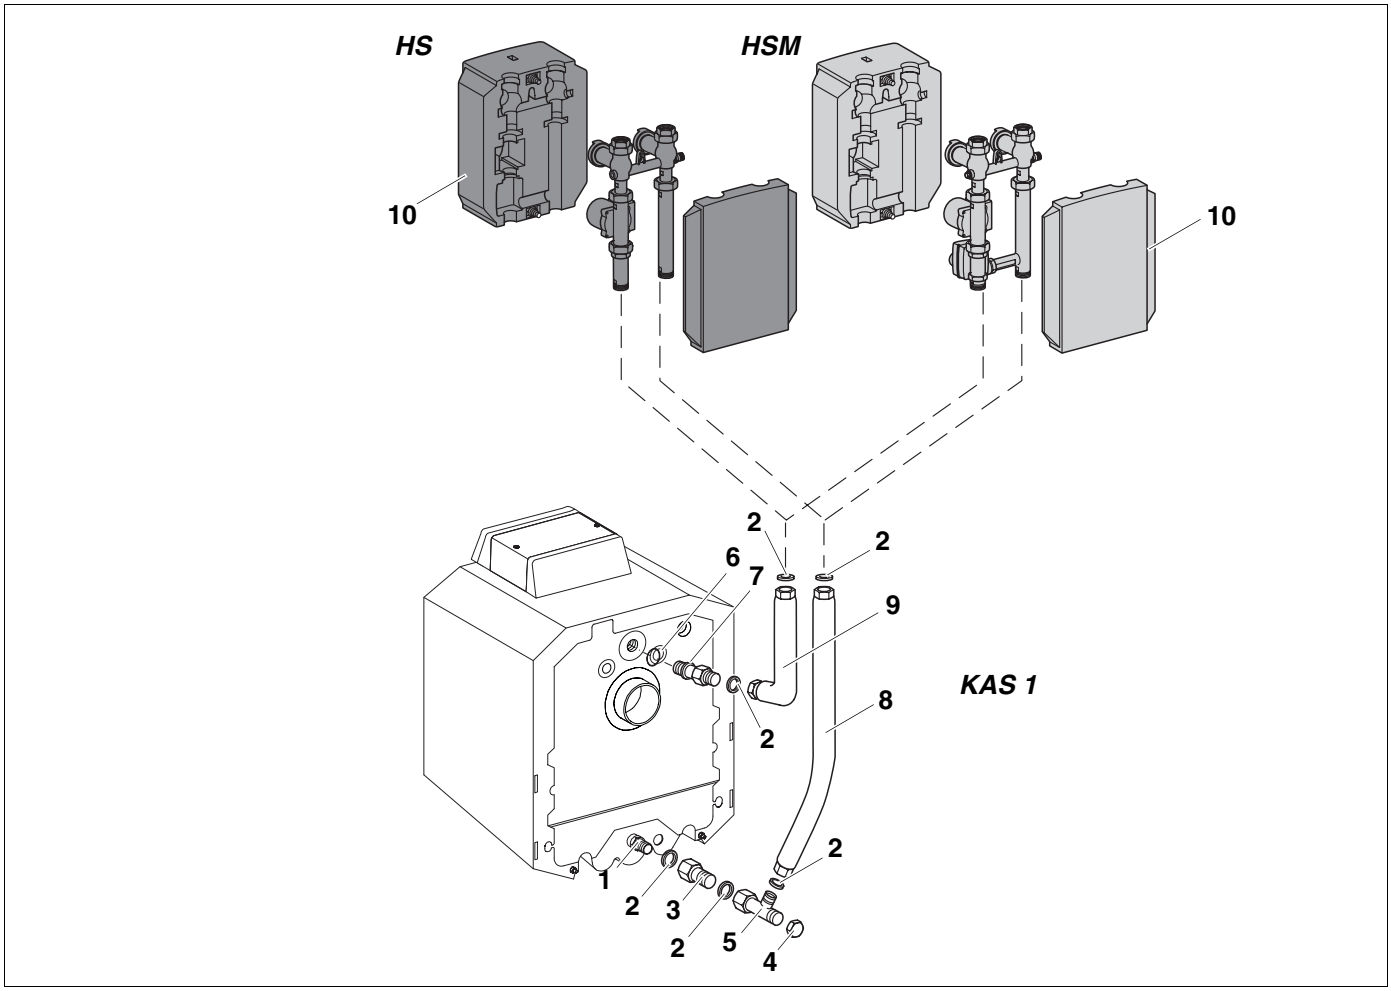

Abb. 5 Anbau hinten KAS 1
- Heizkreis-Set ohne (HS) oder mit Mischer (HSM) entsprechend Abb. 5 auf die Rohrstücke aufsetzen, die beiden Verschraubungen anziehen und auf Dichtheit prüfen.